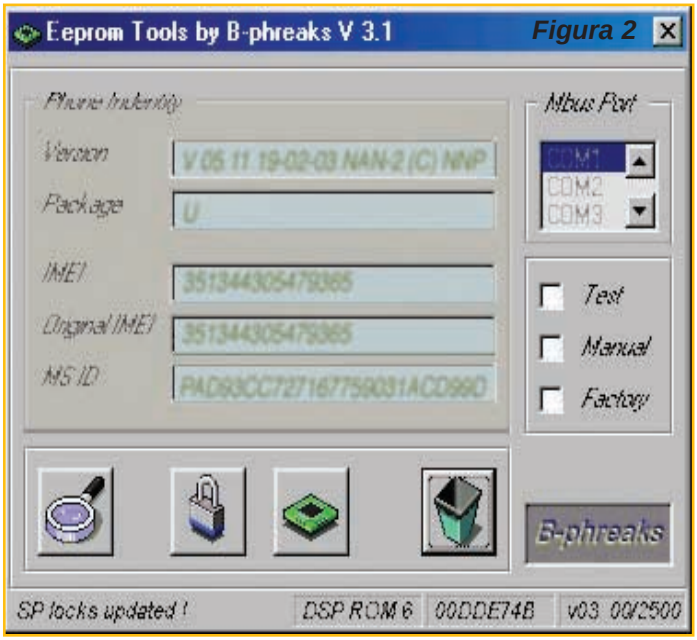

Figura 2
4) El programa detectará al móvil y comenzará a leer sus datos, luego lo reiniciará escribiendo datos sobre él para liberarlo. Esta operación durará unos cuantos segundos y... ¡listo! (figura 2).